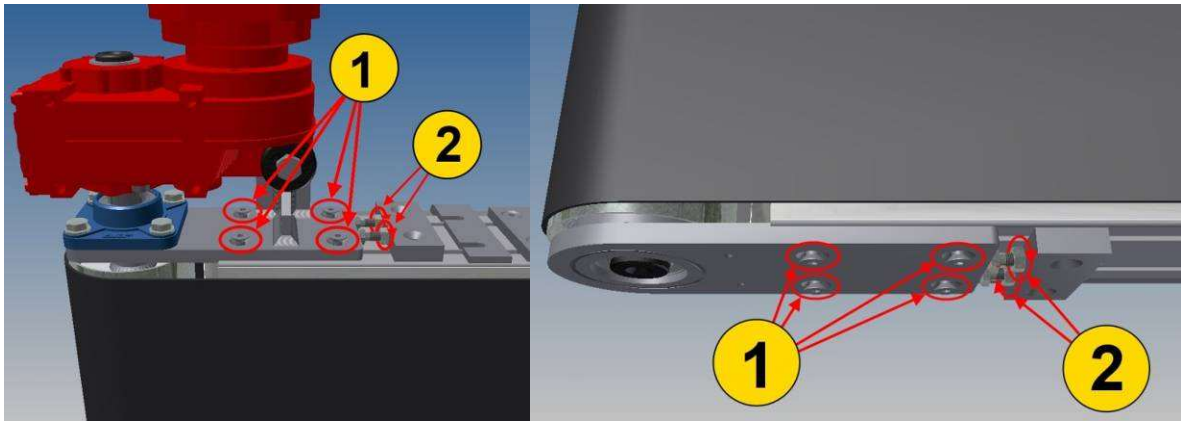

Figura 92: regolazione del rullo di trazione.
1. allentare le viti di serraggio delle piastre di regolazione (vedi punto 1 in Figura 92);
2. agire sulle viti di regolazione per tendere il tappeto (vedi punto 2 in Figura 92).
4. allentare le viti di regolazione del rullo di trazione (vedere Figura 92) in modo da regolare il rullo sulla posizione più interna, riducendo il più possibile la tensione del tappeto;